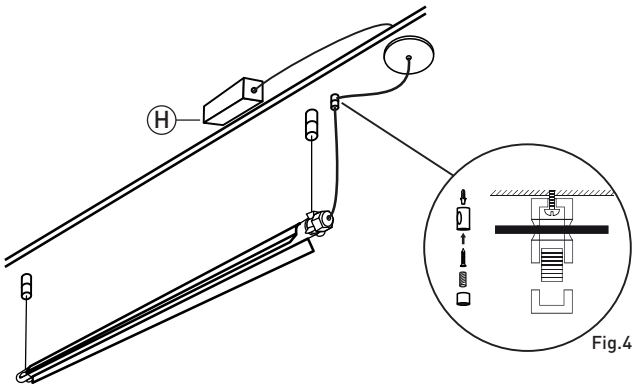

Fig.4
5 Para finalizar, faça a conexão da luminária ao **driver 12 V** (H)(de acordo com o kit de alimentação adquirido). Em seguida conecte o driver à rede e faça o teste de acendimento. Aproveite sua nova luminária. **Acima está ilustrado o modo de instalação com kit de alimentação remota (driver sobre o forro).** Caso a luminária seja instalada distante do ponto de luz, fixe o deslocador no teto próximo à peça, passe o cabo de alimentação pelo centro do deslocador, rosqueie o niple e a tampa (Fig.4)